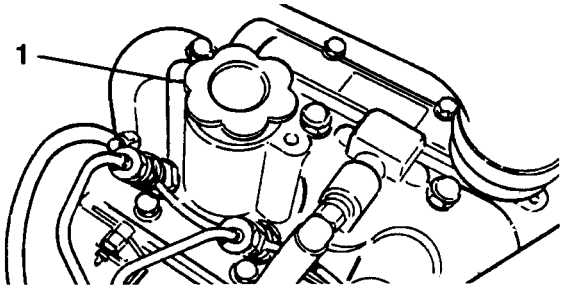

Fig. 2
3. Hvis nivået er lavt, tar du av påfyllingslokket (fig. 2) og fyller gradvis med små mengder olje—undersøk nivået ofte—til nivået kommer opp til FULL-merket på peilepinnen.